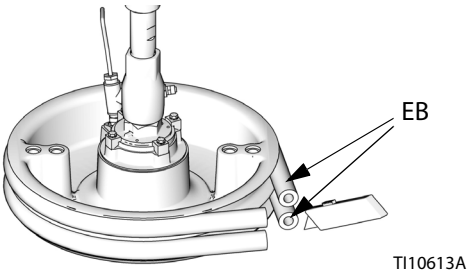

RYS. 33
2. Ustawić wyłącznik na skrzynce przyłączowej zasilania (AK) oraz odłącznik (AZ) w pozycji wyłączenia (OFF).
3. Aby wymienić zużyte lub uszkodzone wycieraki (EB), należy zdjąć płytę dociskową z bębna wyciągając ją do góry. Zdjąć bęben z podstawy. Zetrzeć z płyty dociskowej wszelkie płyny.
4. Odciąć wycierak(-i) (EB) nożem i zdjąć go (je) z płyty dociskowej. Patrz RYS. 33.